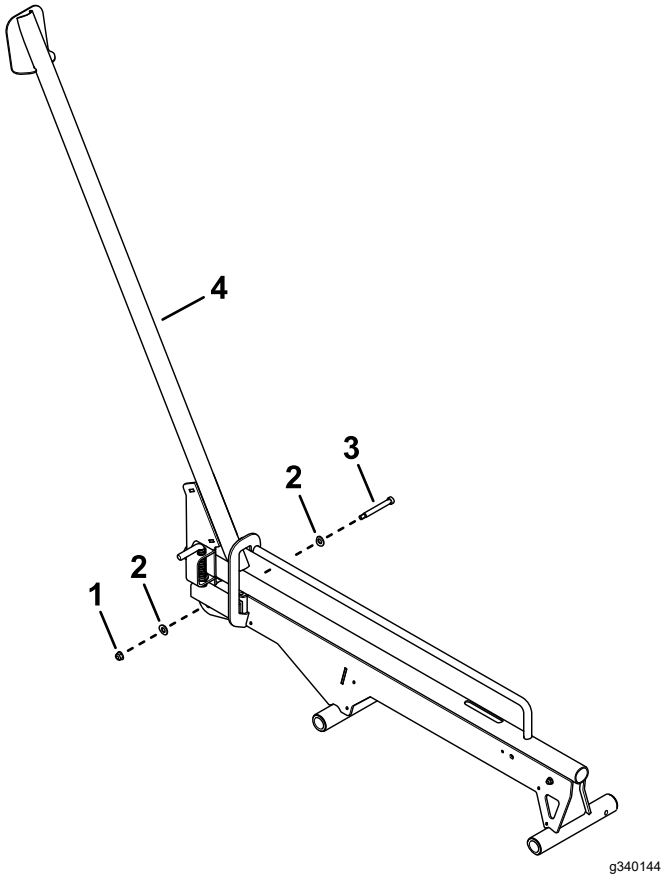

Figuur 6
8. Gebruik een flensmoer (5/16"), 2 ringen en een borstbout om de oprijplaat te bevestigen aan de raileenheid (Figuur 6).